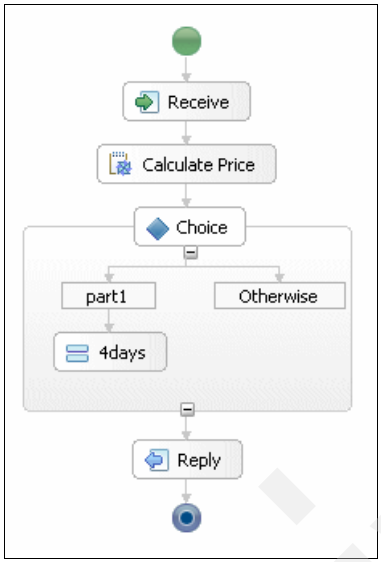

Figure A-56 Adding the Assign activity
26. Rename the assign activity to `4days` (Figure A-56).